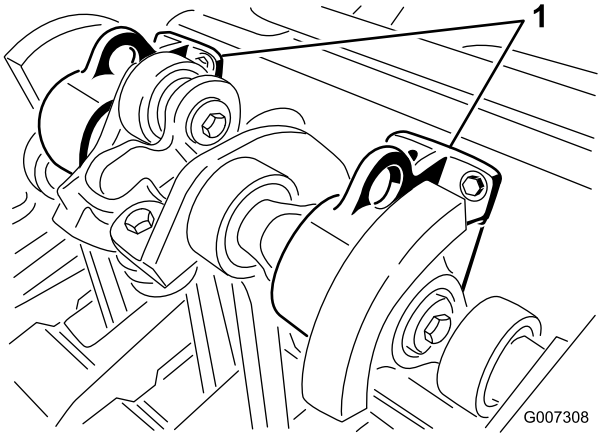

**Figur 23**
**Obs:** En upphissningsanordning kan användas, om en sådan finns tillgänglig, för att lyfta upp ProCore-luftarens bakdel. Använd öglorna på luftarhuvudets lagerhus för att fästa upphissningsanordningen (Figur 23).